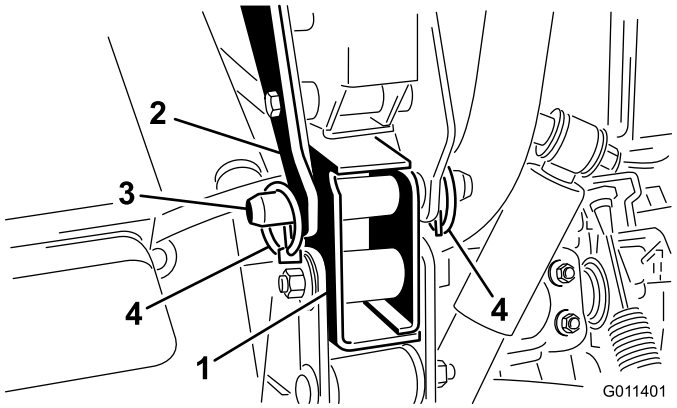

Figur 8
6. Fest hver bakre monteringsbrakett til kjøretøyrammen med en splittpinne og (2) ringstifter (Figur 8).